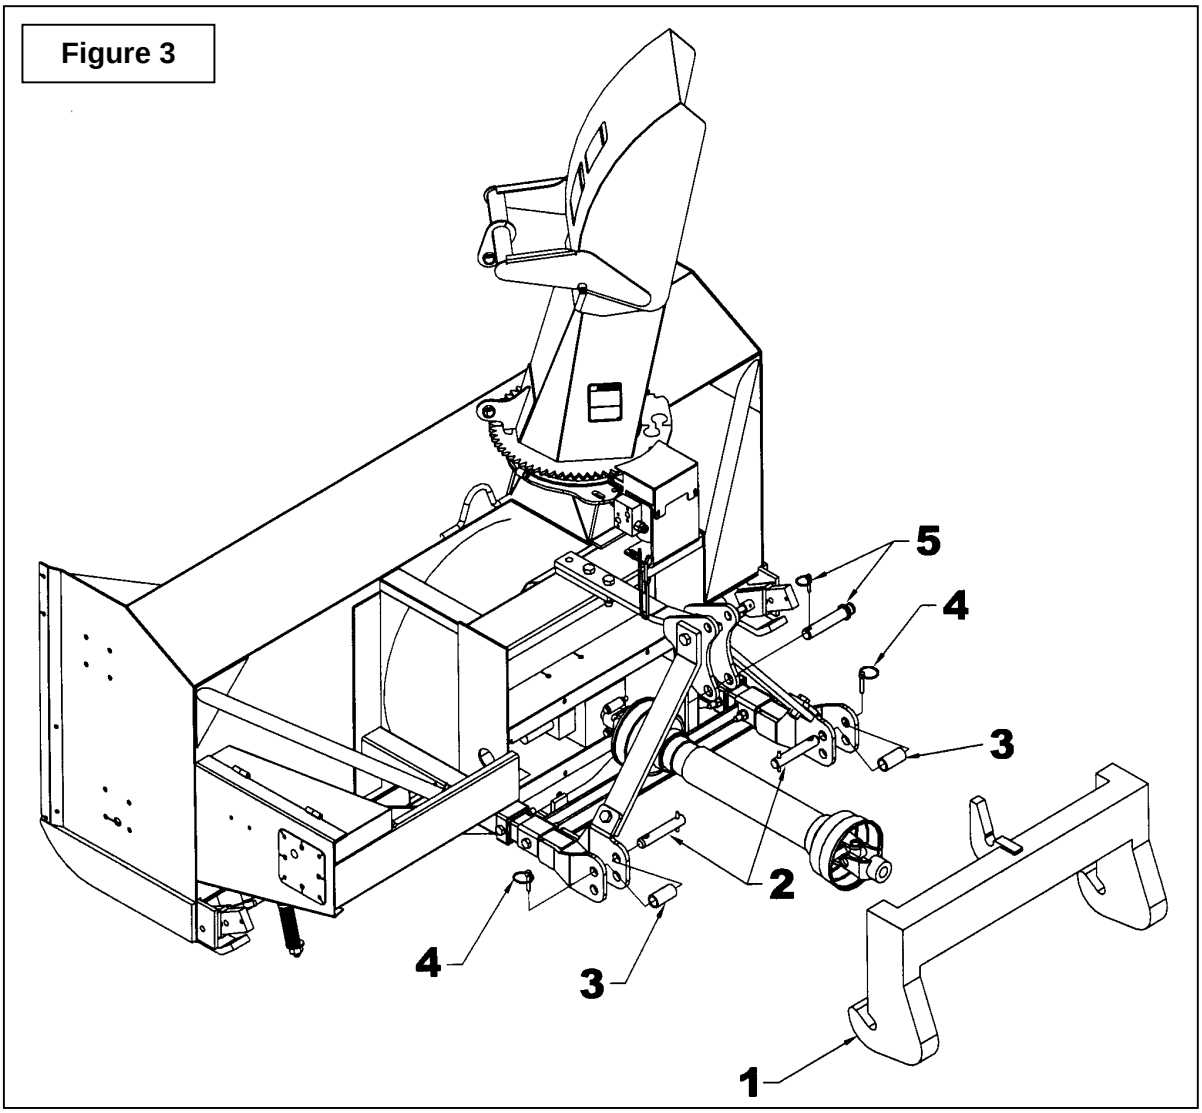

Figure 3
Installation de la Souffleuse avec Attache Rapide *(Figure 3)*
1. Installer les goupilles Cat. 2 – 1 1/8" x 6 1/2" lg (item 4) dans les trous supérieurs en insérant un coussinet (item 3 non fourni) entre les plaques des attaches inférieures et fixer en place avec les goupilles à anneau (item 5) tel qu'illustré.
2. Installer des goupilles (item 7 non fournies) dans le trou inférieur des attelages tel qu'illustré à la figure 3.
3. Placer les deux demi arbres l'un à côté de l'autre et trouver la longueur **"L"** entre les deux centre en centre des joints universels. Identifier la zone à être couper sur chaque demi-garde tel qu'illustré à la Figure 3.